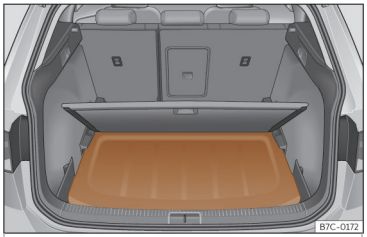

Fig. 108 En el maletero: colocación de la bandeja.
- Coloque la bandeja del maletero en el soporte previsto a tal efecto››› **fig. 108**.